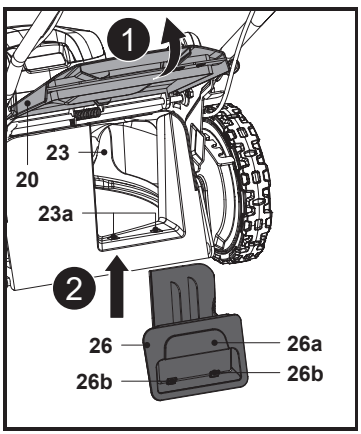

Fig. 12
1. Abra el protector del deflector trasero (20), mantenga el asa integrada (26a) en su posición e introduzca el accesorio triturador (26) en el canal de descarga trasero (23) (Fig. 12). Asegúrese de que las dos pinzas de bloqueo (26b) encajan en las ranuras (23a).